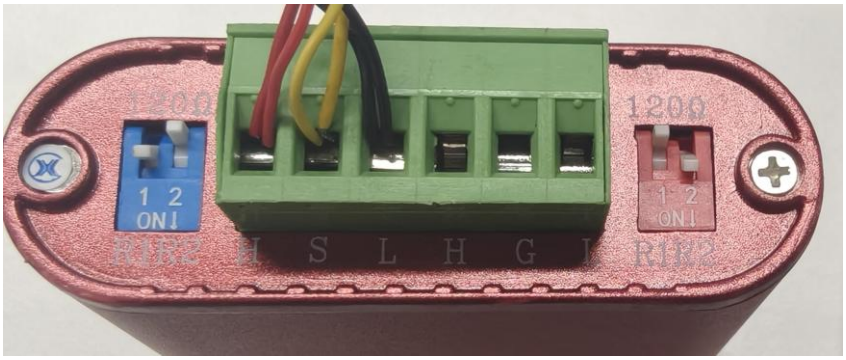

图 9-1 CAN 分析仪接线图
1. CAN 分析仪接线。将分析仪与关节模组连接，信号定义表如表 9-1，CAN 分析仪接线图如图 9-1。